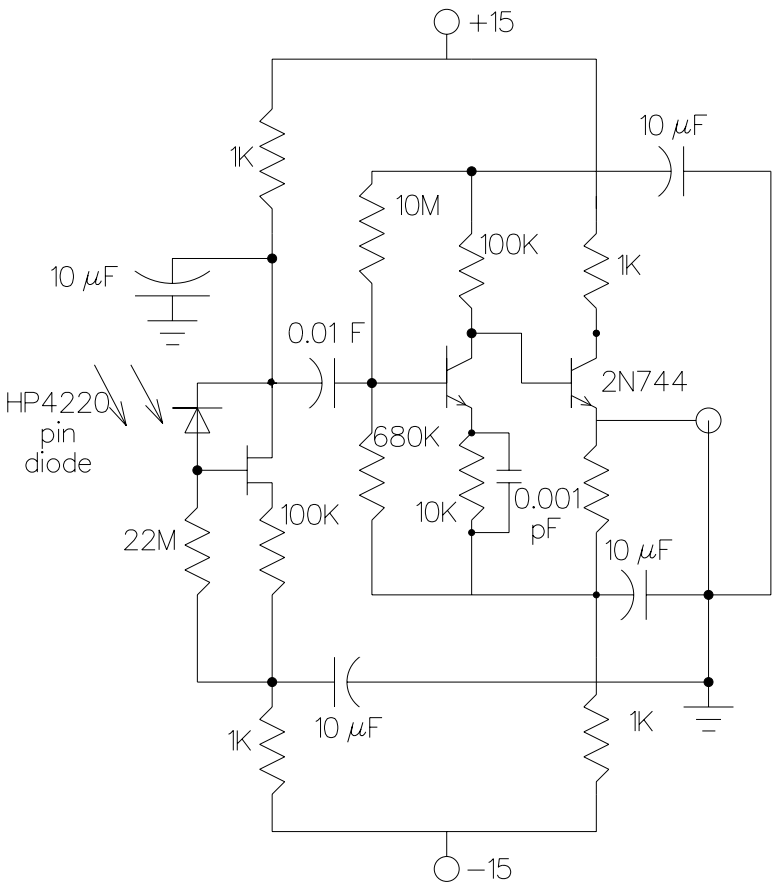

Figure 3: Laser receiver schematic.
8. Observe the output of the optical receiver (Fig. 3 on the following page). (Note: The speed of response of the detector-preamp combination is much slower than the laser pulse thereby producing a distorted replica of the optical waveform.)